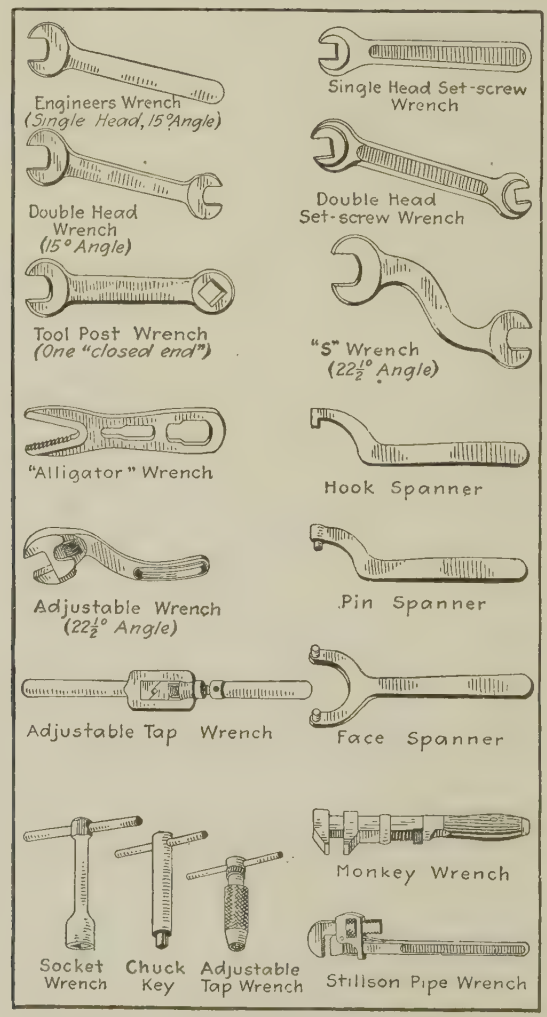

FIG. 211.—Several types of wrenches.
237. Wrenches.—Wrenches are made in many different forms for turning (twisting) bolts, nuts, pipes, taps, etc. Any form of wrench consists of a handle (or handles) with jaws, lugs, or an opening or socket to fit the object to be turned. They are named (1) from their shape; as "S" wrench, angle wrench, etc. (2) From the object on which they are used; as tap wrench, pipe wrench, etc. (3) From their construction; as spanner wrench, ratchet wrench, etc. Several of the wrenches commonly used in machine work are illustrated in Fig. 211.